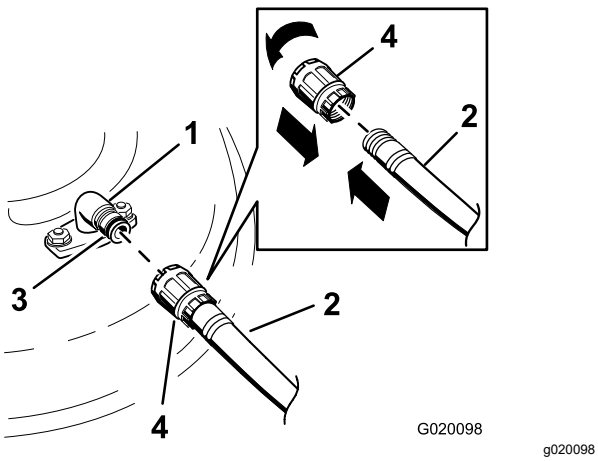

Figuur 79
3. Bevestig de slangkoppeling aan de wasaansluiting van de maaimachine en draai de waterkraan helemaal open (Figuur 79).